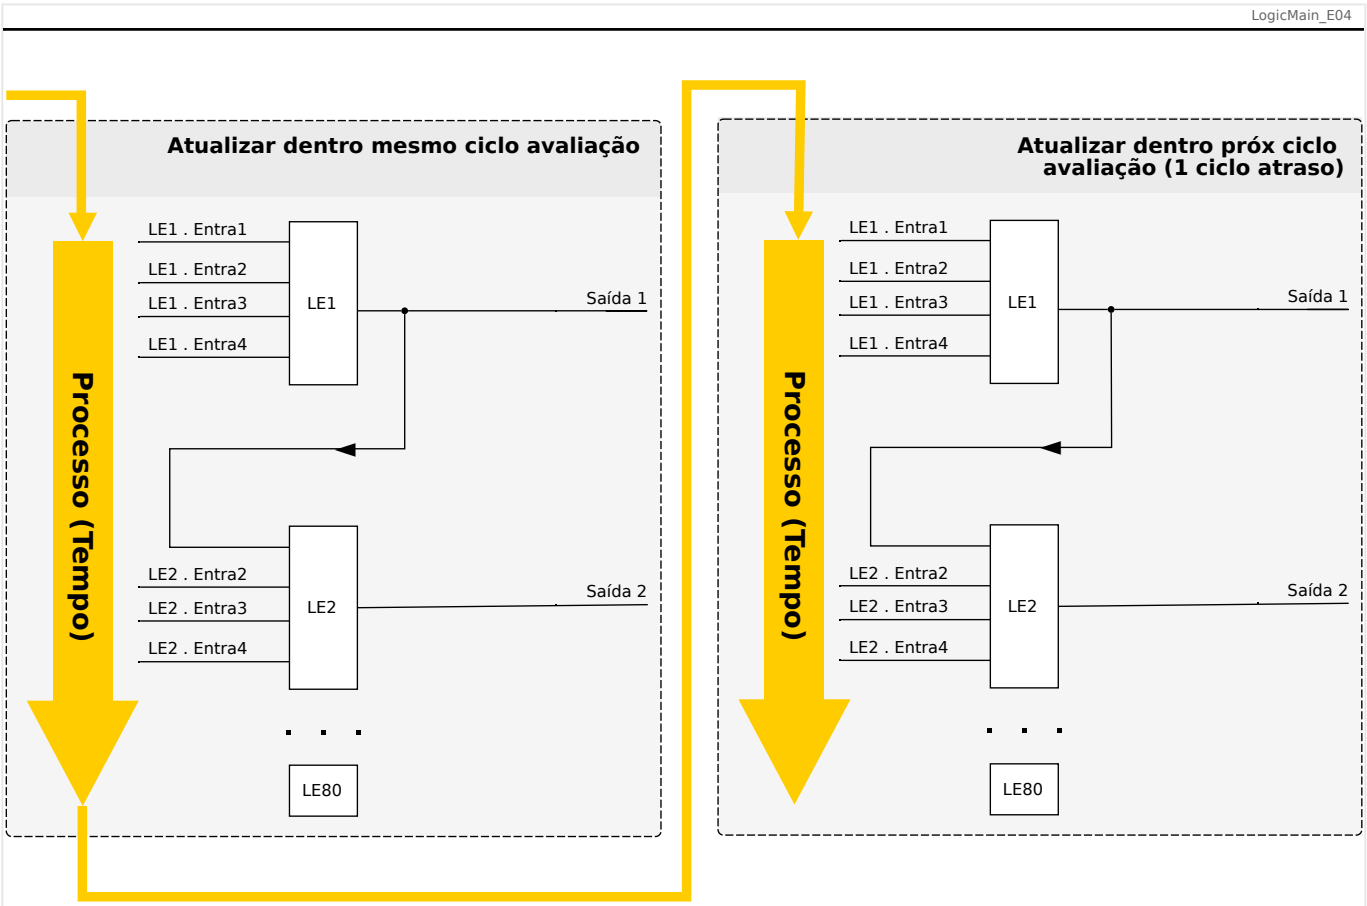
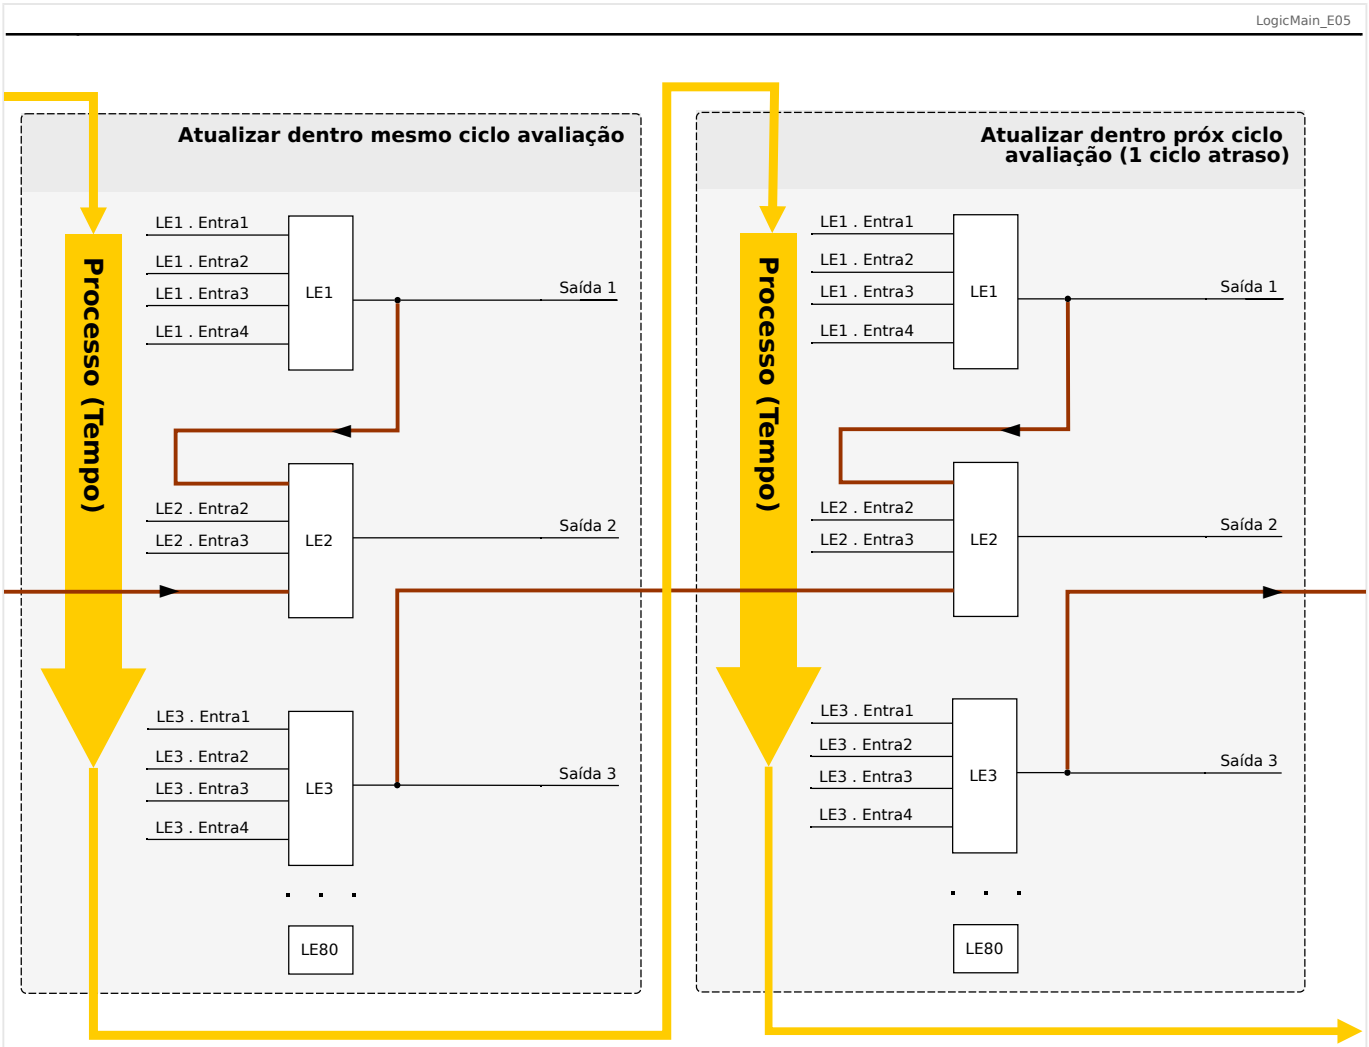

Fig. 170: Em cascata crescente.
Fig. 171: Em cascata decrescente.
- Sequência **ascendente** significa que alguma saída é alimentada na entrada de uma equação lógica com o número **mais alto** . Por exemplo, o diagrama ↳ Fig. 170 abaixo mostra um exemplo em que o resultado da Equação Lógica LE**1** é usado como uma entrada da Equação Lógica LE**2**.
- Sequência **descendente** significa que alguma saída é alimentada na entrada de uma equação lógica como número **mais baixo** . Por exemplo, o diagrama ↳ Fig. 171 mostra um exemplo em que o resultado da Equação Lógica LE**3** é usado como uma entrada da Equação Lógica LE**2**.
Tanto a sequência ascendente como a descendente podem ser usadas e combinadas entre si, sem diferença imediata. Contudo, devido à avaliação de todas as equações em ordem ascendente, os valores de tempo de execução reais que são alimentados na entrada de uma equação terão uma “idade” diferente, como mostrado em ↳ Fig. 170 e ↳ Fig. 171 abaixo.
No exemplo mostrado em Fig. 171 acima, a “Equação Lógica **2**” usa os estados de saída de duas outras equações, “Equação Lógica **1**” e “Equação Lógica **3**”. O resultado da “Equação Lógica **1**” é usado em ordem ascendente e, portanto, foi avaliado dentro do mesmo ciclo do processo. O resultado da “Equação Lógica **3**” é usado em ordem descendente e, portanto, foi avaliado dentro do ciclo de processo anterior.